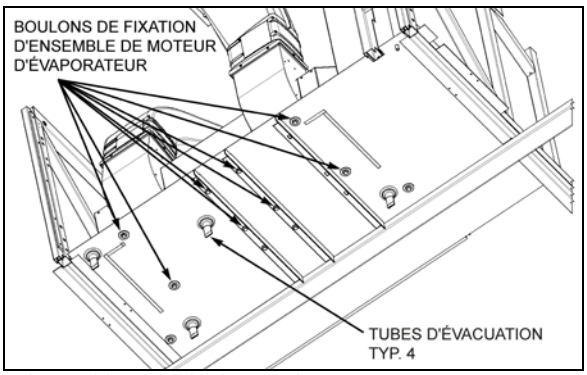

FIGURE 36: BOULONS DU MOTEUR DE L'ÉVAPORATEUR 22315
7. Depuis le dessous du véhicule, dévisser les huit boulons qui fixent la base du double ventilateur refoulant. Enlever la totalité du double ventilateur du compartiment de l'évaporateur (Figure 36).